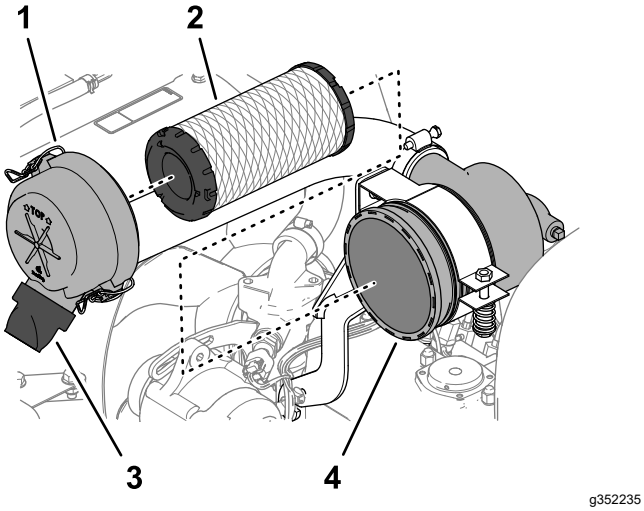

Rysunek 75
3. Zwolnij zaczepy mocujące pokrywę filtra powietrza do obudowy filtra powietrza (Rysunek 75).
6. Wyjmij wkład filtra (Rysunek 75).
7. Zdejmij gumowy zawór wylotowy (Rysunek 75) z króćca wyrzutu zanieczyszczeń pokrywy filtra powietrza.